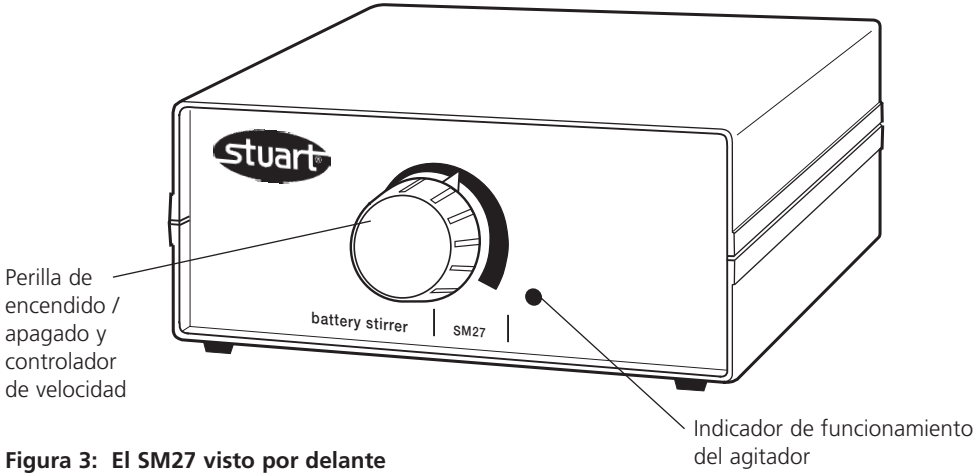
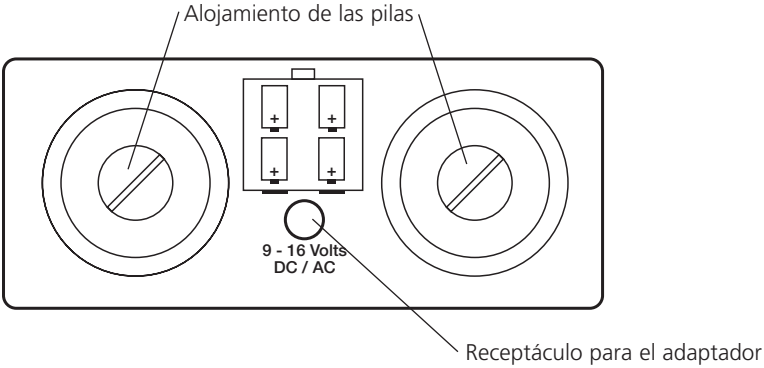

Figura 3: El SM27 visto por delante
Figura 4: El SM27 visto por detrás
El agitador SM27 ilustrado en la figura 3 puede funcionar con pilas o con la alimentación de la red. Es ideal para usarlo en el interior de incubadores, cajas de guantes o en pie de obra.
Coloque le solución que desea agitar junto con un seguidor de PTFE en un recipiente adecuado y dispóngalo en el centro del instrumento. Encienda el agitador (ON) y ajuste la velocidad de la agitación con la perilla de control de velocidad (figura 3). El LED (figura 3) permanecerá encendido mientras funciona el instrumento.
Cuando las pilas se están descargando la luz del indicador de funcionamiento del agitador (figura 3) se atenuará. Para recambias las pilas, abra su alojamiento (figura 4) usado una moneda. Retire las pilas usadas y deséchelas con seguridad. Instale las nuevas pilas con los bornes positivos orientados hasta la parte posterior del instrumento como se ilustra en las figuras 2 y 4.
Conecte el agitador en el adaptador usando la toma de bajo voltaje incluida en la parte posterior del instrumento (figura 4) antes de conectar la fuente de alimentación.